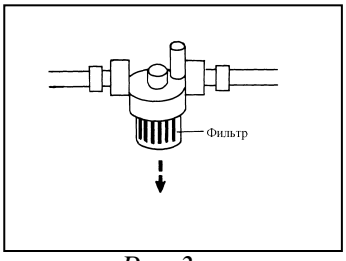

Рис.3
- Открутите прозрачный стакан фильтра (Рис.3)